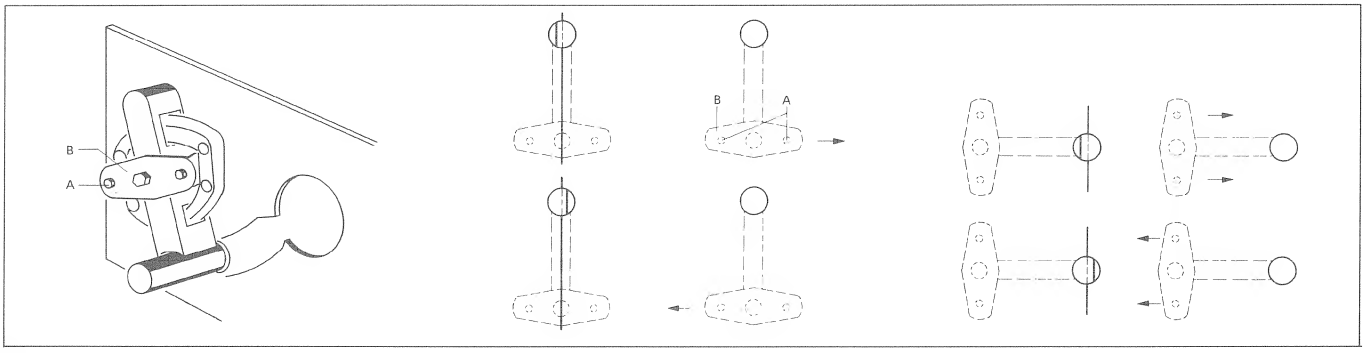

Fig. 4.7
-> Fig. 4.7
- 2 Schrauben [A] lösen bis sich die Lagerplatte [B] verschieben lässt. (Fig. 4.7)
- Die Lage der Lagerplatte gemäss Fig. 4.7 korrigiern.